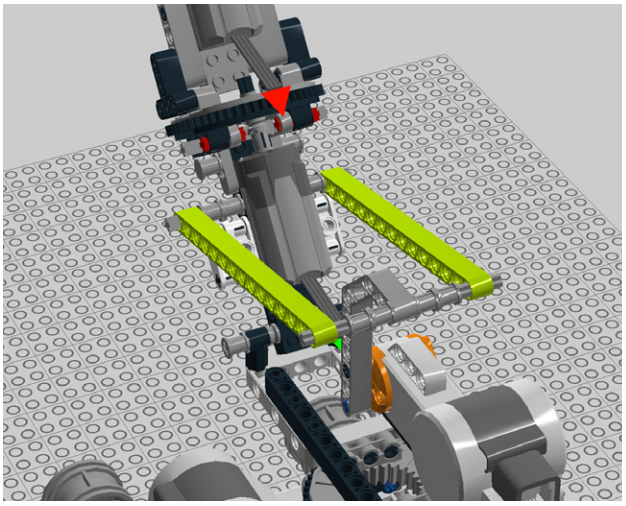

Figure 7-103. *Step 96: Connecting two beams*
96. Connect two beams (see Figure 7-103).